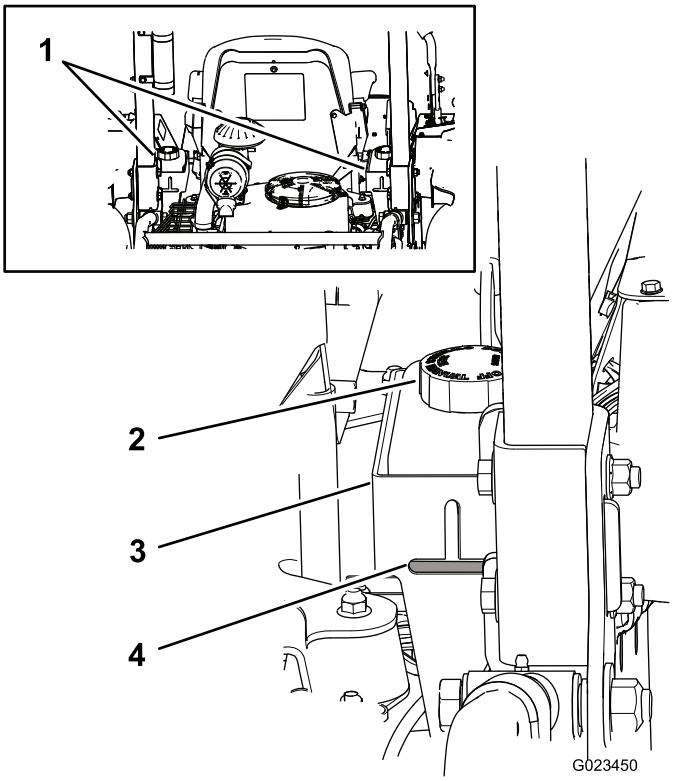

Figur 18
Maskinens tanker fylles med hydraulikkvæske av høy kvalitet på fabrikken. Den beste tiden for å sjekke hydraulikkvæsken er når væsken er kald. Maskinen må være i transportkonfigurasjon. Hvis væskenivået er under toppen av den horisontale delen av seglasset på baksiden av hydraulikktankene (Figur 18), må du tilføre væske slik at væsken når det akseptable nivået. **Ikke overfyll tankene.** Du trenger ikke å fylle væske hvis væskenivået er på toppen av den horisontale delen av seglasset. Anbefalt erstatningsvæske er:
Merk: Væskenivået skal være ved bunnen av hver av åpningene, som vist i Figur 18.
A. Rengjør området rundt lokkene på hydraulikkvæsketankene slik at det ikke kommer rusk inn i systemet (Figur 18).